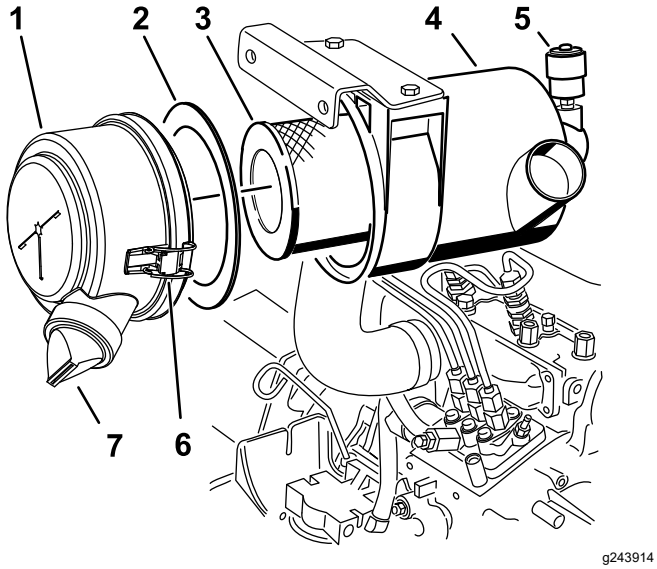

Figuur 31
3. Onderhoud van het luchtfilter (Figuur 31).